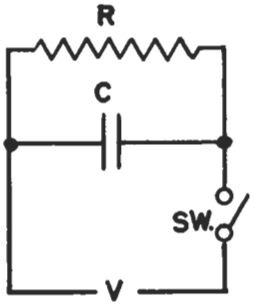
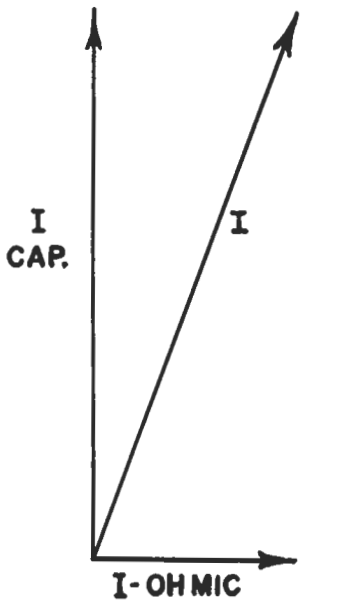

Figure 1
Figure 2
Liquid and solid materials are broadly divided into classes according to their ability to conduct electricity. To be specific, when we measure the resistance of a number of liquid and solid materials between two metal plates each 1 inch square and separated by 1 inch (see Figure 1), we find most metals and acids are relatively good conductors of electricity while mineral oil, glass, wood, rubber and plastics are relatively poor conductors. The resistance of a sample having the aforementioned dimensions is called ***resistivity*** and is measured by a special unit called ohm-inches.
Consider next the currents that flow through the block of insulation shown in Figure 1 when voltage V is suddenly applied by closing the switch. If V is a d-c voltage, there is a rush of charging current which gradually decays to some steady value determined by the resistivity of the material and the applied voltage. However, when a-c voltage is applied, although most of the current leads the voltage by 90° ($I_{capacitive}$), a small but measurable current component is in phase with the voltage (I_{ohmic}). The vector diagram of Figure 2 represents these two currents.
* The "apparent power" or "volt-amperes" drawn by a circuit containing both resistance and reactance (as in Fig. 1) is obtained by multiplying the voltage across the circuit by the total current drawn without regard to their relative phases. Actually, power is consumed in the resistor only; the "power" in the capacitor being simply transferred back and forth between the source and the capacitor. Therefore, we define the power factor as the ratio of the actual power consumed by the resistor (which appears as heat) to the apparent power drawn by both resistor and capacitor.
Suppose we measure the capacity of the condenser of Figure 1 first with a solid insulation between the plates and then with just air between the plates. The capacitance obtained with the solid insulation divided by the capacitance obtained with air insulation gives us the dielectric constant. In this way, the K of air is always 1. The K of the so-called "high-K" materials like barium titanate may have a value of more than 1000 (see Table I).